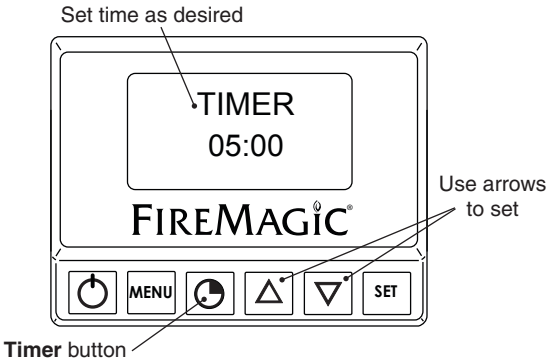

Fig. 19-4 Timer screen
1. Press the timer button. Use the arrows to set the desired amount of time (see Fig. 19-4).